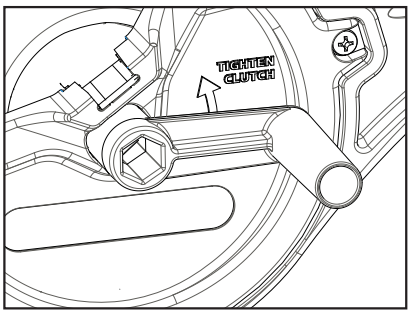

Figure 23
3. Installez le gabarit hexagonal de la poignée qui devra correspondre au gabarit hexagonal du tambour. Une fois installé, vous pouvez commencer à faire partir votre poids à la manivelle. (Figure 23)